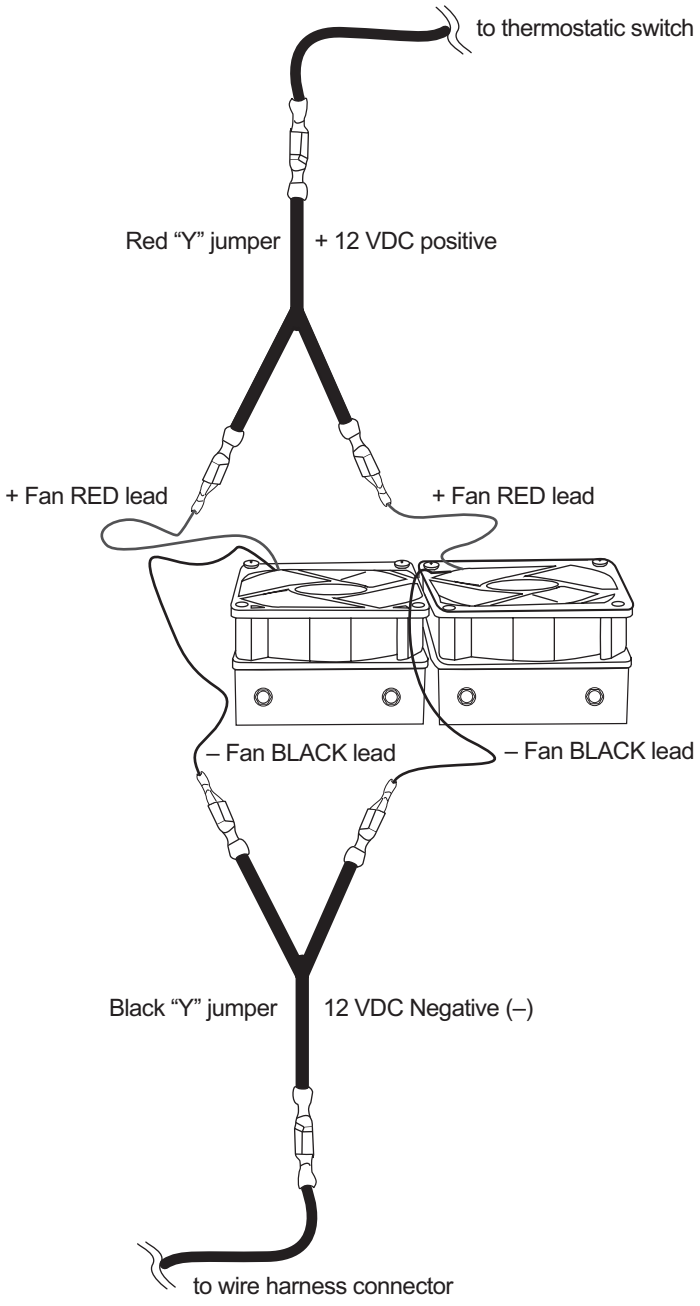

Figure 6-7. —Fans, wiring and connections.
1. Disconnect the existing fan positive (+) wire connector and negative (-) wire at their respective “Y” jumper. See Figure 6-7.
4. Reverse steps 3 to 1 and refer to Figure 6-7 to install replacement fan.